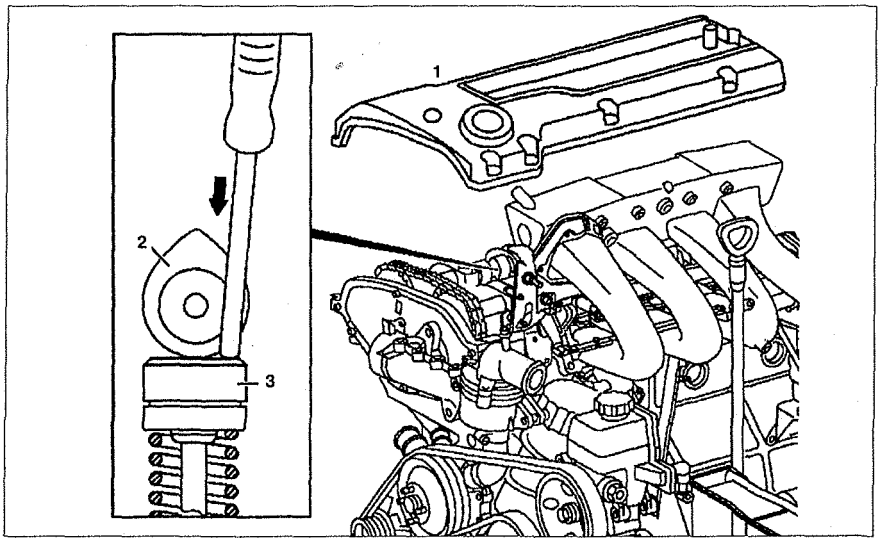

Рис. 2.34. Снимите крышку головки блока цилиндров 1 и установите кулачок 2 проверяемого гидрокомпенсатора 3 вверх:
2. Снимите крышку головки блока цилиндров **1** и вращая коленчатый вал установите кулачок **2** проверяемого гидрокомпенсатора **3** вверх (см. рис.2.34).